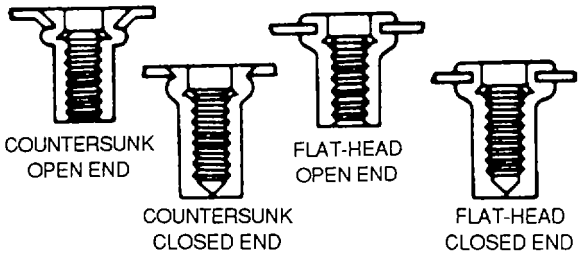

Figure 2-58. Rivnut Types
(4) Olympic rivets. The rivets consist of a hollow manufactured rivet and stem. They are similar in operation to Huck rivets. The part number is used to completely identify the rivet. A typical example of an Olympic rivet part number is RV200-4-2. The RV indicates an Olympic blind rivet, while the numeral 2 describes the rivet as being self-plugging. The first 0 indicates that the rivet is made of 2117 aluminum alloy; the number 5 here would identify the material as 5056 aluminum alloy for use on magnesium surfaces. The second 0 describes the head style as universal, the numeral 1 in this position would describe a 100-degree countersunk head. The first dash number is the rivet shank diameter measured in 1/32-inch increments, and the second dash number is the grip length, which denotes maximum thickness of material in which the rivet can be used, this measurement is made in 1/6-inch increments. The Olympic rivet, part number RV200-4-2, is now identified as an Olympic blind rivet, self-plugging, made of 2117 aluminum alloy with a universal head. It has a 1/8-inch shank and a 1/8-inch grip.
j. Rivnuts. Rivnuts are internally threaded and counterbored tubular rivets that can be headed blind in such applications as the attachment of deicing boots. These special rivets can be made of either 6053 aluminum alloy, carbon steel, alloy steel or corrosion resistant steel, with either flat or countersunk heads and open or closed ends, as shown in figure 2-58. Each rivet type is available in various thread sizes. An example of a typical part number is: NAS 1329H3K130L. NAS 1329 indicates the basic standard to which a rivnut conforms. The letter between the military specification number and the first dash number indicates material type and finish ("A" aluminum alloy, "S" for carbon steel, "H" for alloy steel, and "C" for corrosion-resistant steel). The first dash number, after the material type, indicates machine screw size of the thread A dash following the machine screw size indicates open end keyless, "B" indicates closed end keyless, "K" indicates open end with a key, "KB" indicates closed end with a key. The final dash number indicates grip range in thousands of an inch. The presence of an "L" at the end of the part number indicates a thread locking feature.